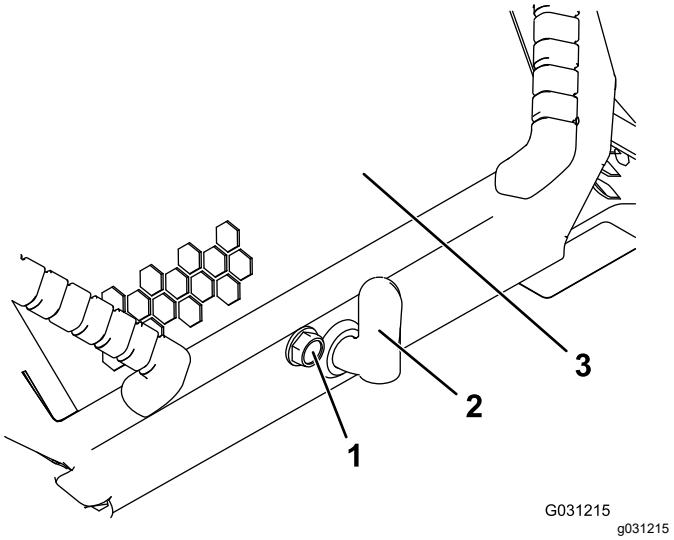

Рисунок 32
1. Ослабьте запорный винт капота (Рисунок 32)
2. Поверните защелку капота по часовой стрелке (Рисунок 32).
3. Поднимите рукоятки и поднимите капот вверх (Рисунок 32).
3. Затяните запорный винт капота, чтобы закрепить защелку (Рисунок 32).